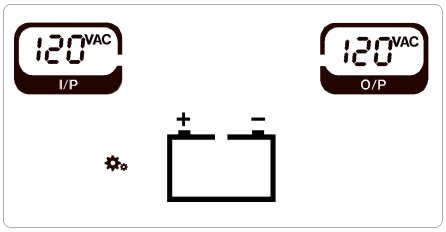

FIGURE 5-11 1 · Voltage: 100, 110, 115 or 120 V AC
2. Voltage page: 120 V (Figure 5-11) — ON/OFF.